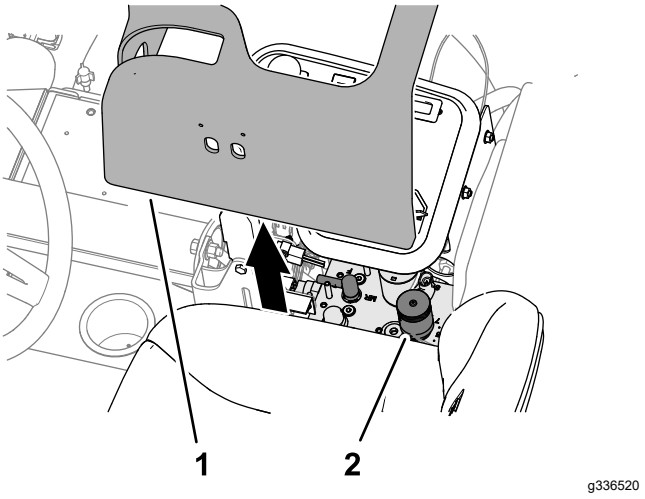

Figuur 38
2. Til de kap op van de bedieningsarm (Figuur 38).